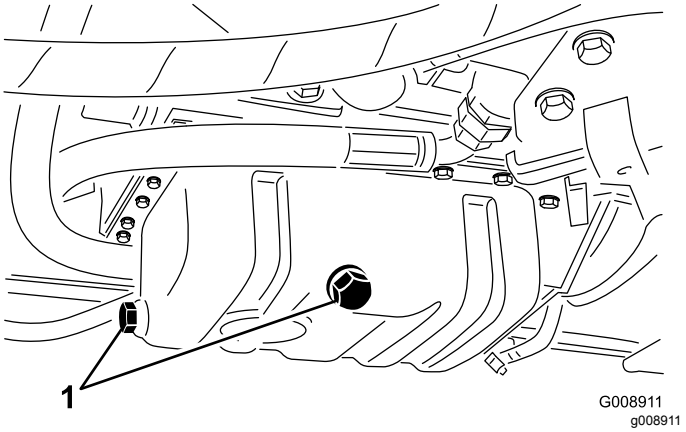

**Figuur 35**
1. Verwijder de aftapplug (Figuur 35) en laat de olie in een opvangbak lopen.